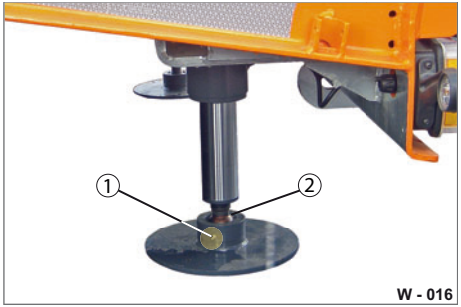

Abb. 12 Stützen schmieren
- ▶ Schmieren Sie mit einer Fettpresse den Stützfuß am Schmiernippel (Abb. 12/1) bis zum Fettaustritt ab.